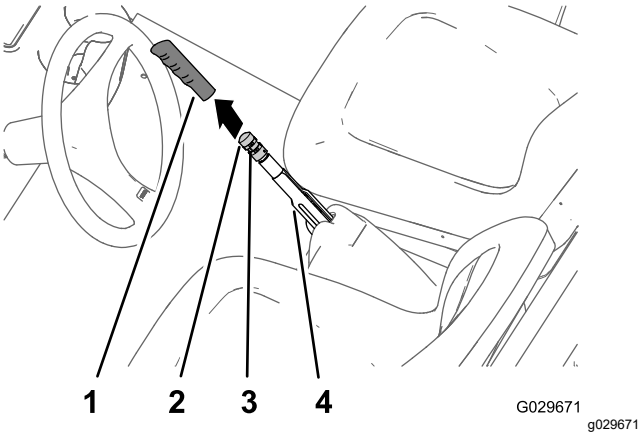

Rysunek 52
1. Zdejmij uchwyt z dźwigni hamulca postojowego (Rysunek 52).
2. Poluzuj śrubę ustalającą mocującą pokrętło regulacyjne do dźwigni hamulca postojowego (Rysunek 52).
3. Przekręcaj pokrętło regulacyjne hamulca aż do zaciągnięcia dźwigni hamulca postojowego wymagana będzie siła od 133 do 156 N (Rysunek 52).
4. Dokręć śrubę ustalającą i załóż chwyt dźwigni (Rysunek 52).
2. Poluzuj śrubę ustalającą (Rysunek 52) mocującą pokrętło regulacyjne do dźwigni hamulca postojowego, zwolnij hamulec postojowy i poluzuj pokrętło regulacyjne.
5. Przekręcaj pokrętło regulacyjne hamulca (Rysunek 52) aż do zaciągnięcia dźwigni hamulca postojowego wymagana będzie siła od 133 do 156 N.
C. Przekręcaj pokrętło regulacyjne hamulca (Rysunek 52) aż do zaciągnięcia dźwigni hamulca postojowego wymagana będzie siła od 133 do 156 N.
- Dokręć śrubę ustalającą i załóż uchwyt dźwigni (Rysunek 52).